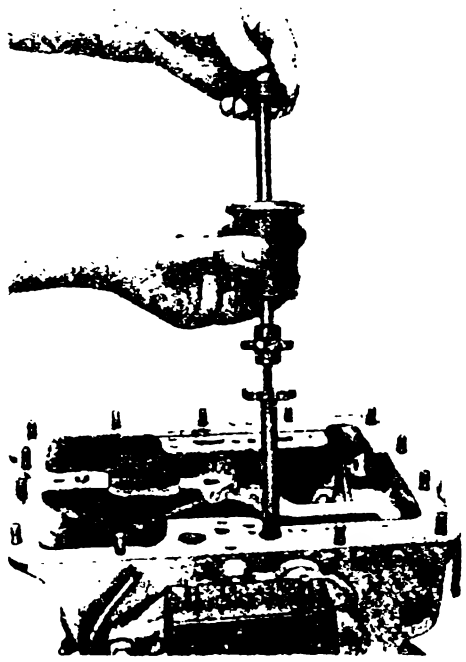

Рис. 94. Выпрессовка маслонагнетательной трубки
17. Выпрессуйте маслоприемную и нагнетательные трубки, используя оправку 5-У-11749 (рис. 94).